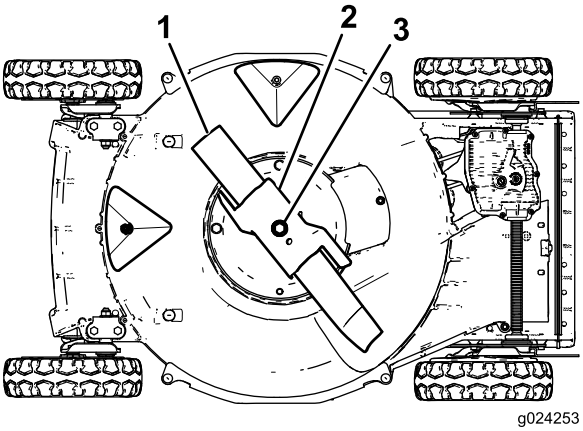

Figuur 22
4. Kantel de maaimachine **op zijn rechterkant** met het luchtfilter naar boven; zie Figuur 22.